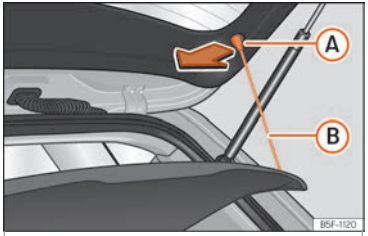

Fig. 171 In the boot: removing and installing the shelf.
- Detach the cord loops ››› **Fig. 171** Ⓑ from their hooks Ⓐ.
- Hook the loops ››› **Fig. 171** Ⓑ to the rear lid ››› ⚠.